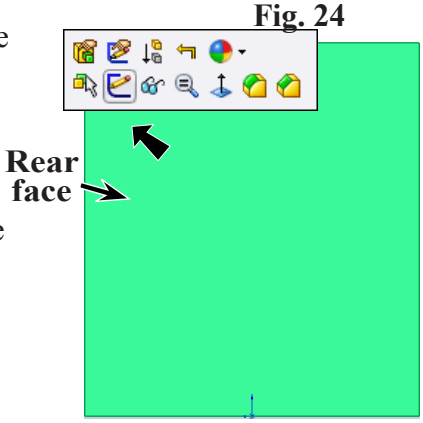

Fig. 25
Step 3. Click the **rear face** and click **Sketch** on the Content menu, **Fig. 25**.